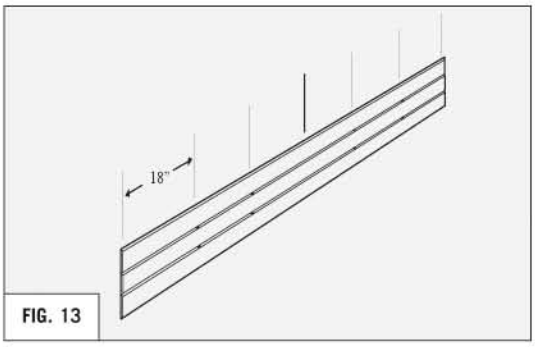

FIG. 13
- Pre-drill holes in the **two grooves** of the fascia cladding, spaced 18" apart. If the cladding is used under the bullnose lip, the holes may be spaced as wide as 36" apart. **(REFER TO FIG. 13)**